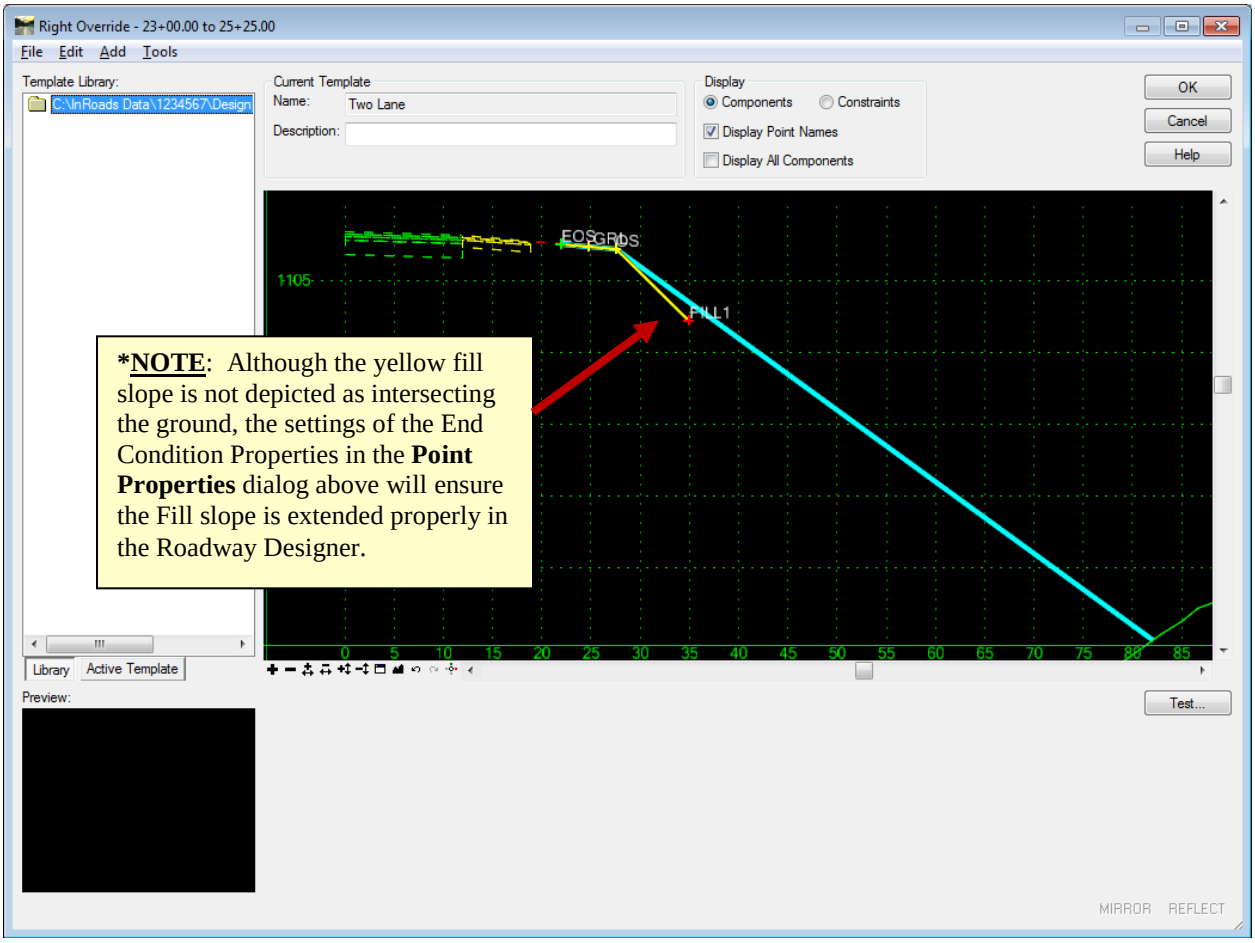

Figure L8-39 Right Override Window
- The **Right Override** Window should match that shown in *Figure L8-39*.